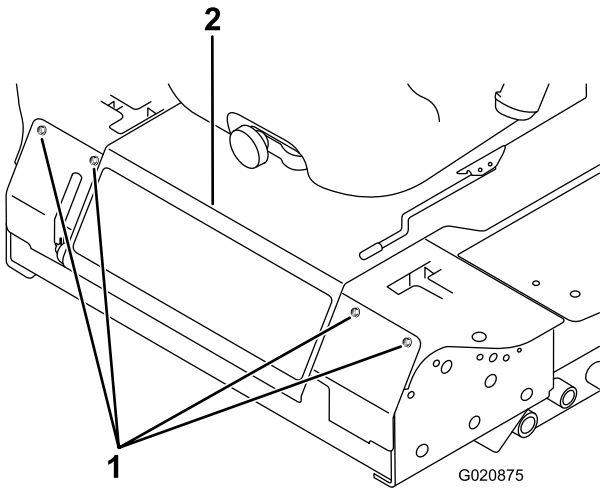

Figura 50
2. Afloje los pernos del panel delantero y retire el panel (Figura 50).